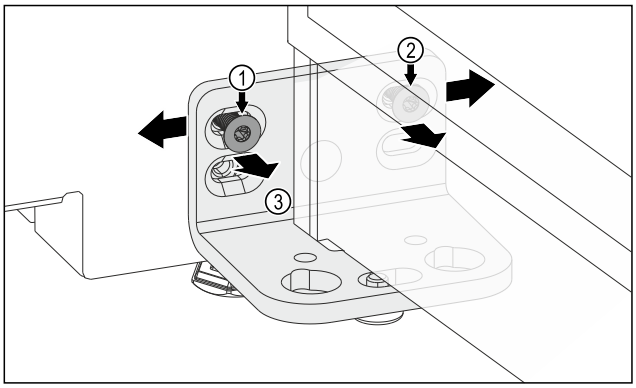

Fig. 9
▶ Loosen screw *Fig. 9 (1)* and screw *Fig. 9 (2)*. For screw *Fig. 9 (2)* you need a short hex key.
▶ Slide the door with the hinge angle bracket *Fig. 9 (3)* to the left.
▶ Slide the door with the hinge angle bracket *Fig. 9 (3)* to the right.
▶ The door's end position is reached: Tighten screw *Fig. 9 (1)* and screw *Fig. 9 (2)*.